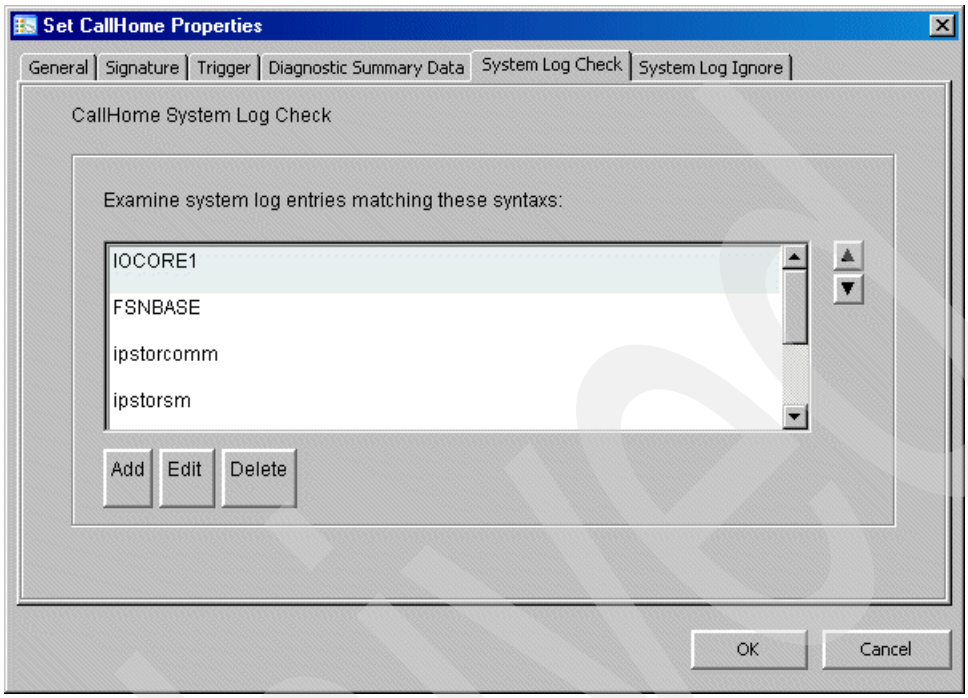

Figure 6-13 System Log Check tab
- The *System Log Check tab* (Figure 6-13) is where you check the system log. Do not edit this page. However, if there are events in the system log that you are asked to monitor, you can add all tasks to monitor on this page.